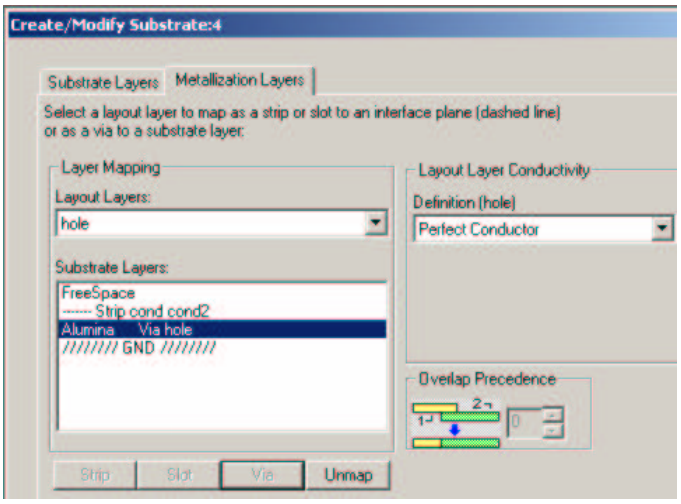

Figure 8: Modified substrate menu
1) First select **Momentum** à **Substrate** à **Create/Modify** then hit the **Metallization Layers** tab. Go to "------Strip cond" under the *Substrate Layers* menu, choose **cond2** (or whatever layers you used for the top and bottom), and click the **Strip** button. Now go to "Alumina" under the same menu, choose **hole** (or whatever layer you used for the vias), and click the **Via** button. The menu should now look similar to figure 8.